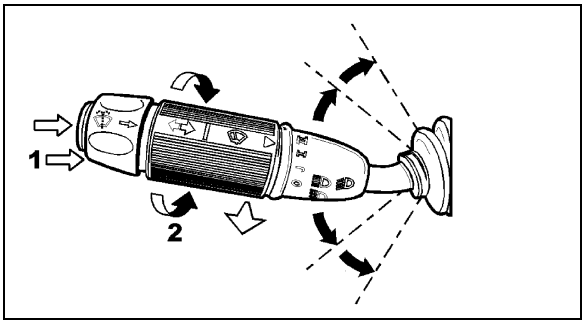

**FIGURE 34: MULTIFUNCTION LEVER** 23133
Rotate the multifunction lever forward to activate lower windshield wipers (arrow 2, Figure 34). The first position operates the wipers at low speed and the second position operates the wipers at high speed. Turning the lever backwards will operate the wipers in the intermittent mode.
The lower windshield washer pump is electrically operated and is controlled by a washer control ring on the multifunction lever (item 1, Figure 34).